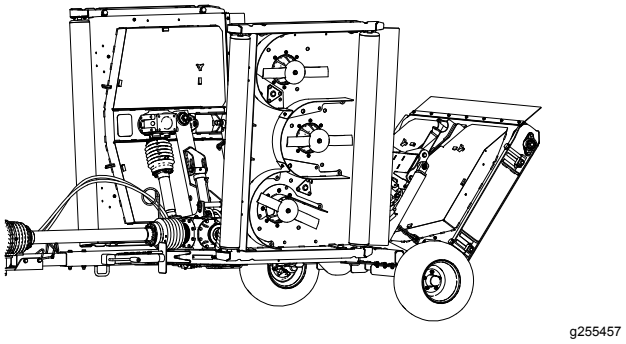

Figur 63
2. Höj upp och spärra fast klippdäcken, stäng av motorn och ta ut nyckeln (Figur 63).